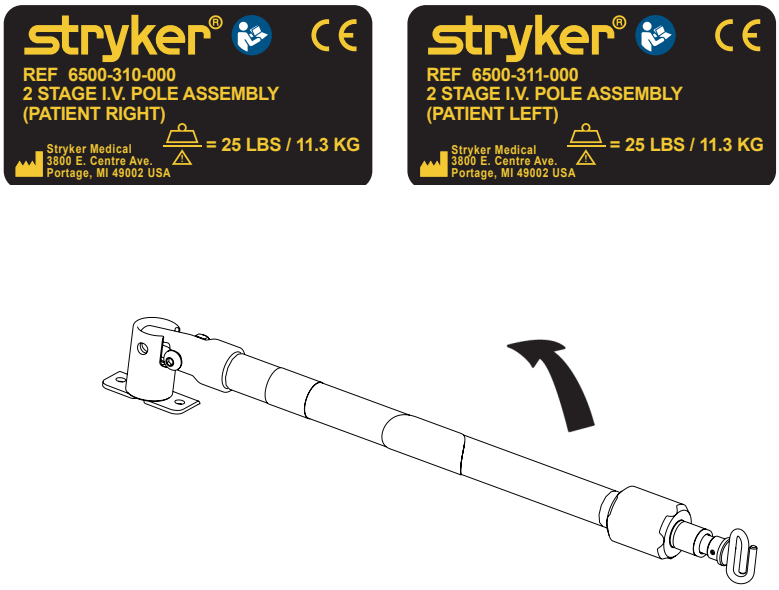

Figure 61
1. Lift and pivot the pole from the storage position and push down until it is locked into the receptacle (A).
2. To raise the height of the pole, turn the lock actuator (B) counterclockwise and pull up on the telescoping portion (C) of the pole to raise it to the desired height.
3. Turn the lock actuator (B) clockwise to lock the telescoping portion in place.
4. Hang the I.V. bags on the I.V. hook (D).
5. Turn the lock actuator (B) counterclockwise and slide section (C) into the bottom tube.
6. Turn the lock actuator (B) clockwise to tighten.
7. Lift up and pivot the pole down into the storage position (see Figure 61).